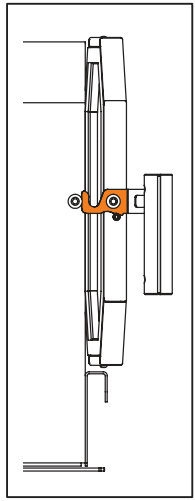

Figure 6. Position de la porte
- Pendant le premier allumage laissez la porte du poêle entrouverte un peu et ne la fermez pas au cours de la combustion (Voir la **figure 6.**)